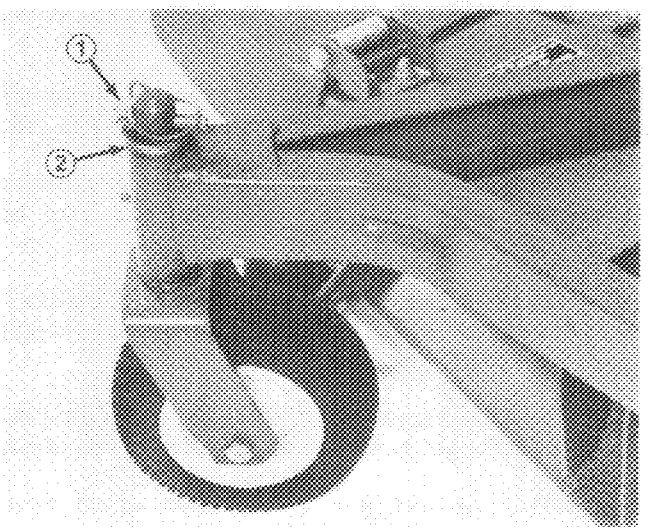

Figure 25
2. Remove lynch pin and thrust washers from top of castor spindle (Fig. 25).
4. Insert pin punch into top or bottom of mounting tube and drive bushing out of tube (Fig. 25). Also drive other bushing out of tube. Clean inside of tubes to remove dirt.